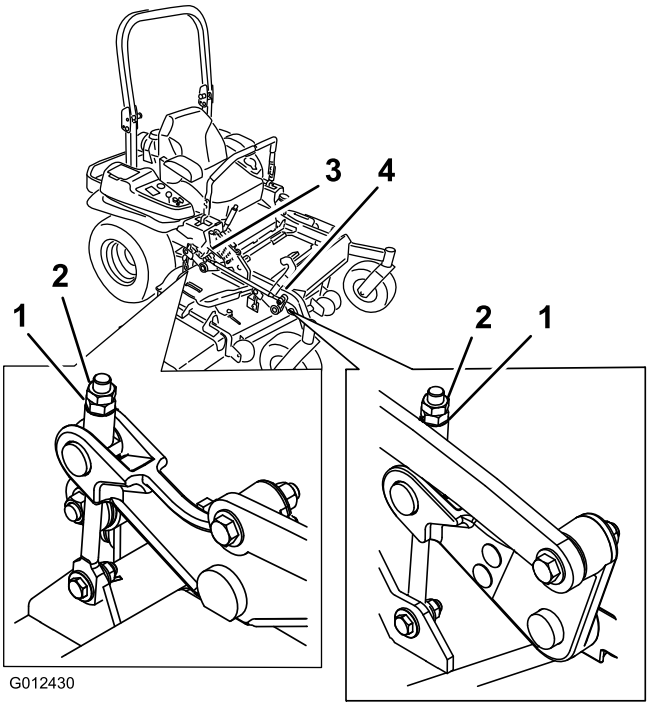

**Figure 86**
10. Ajustez précisément le serrage de l'écrou de réglage sur l'ensemble de relevage du plateau avant (Figure 86).
16. Ajustez précisément le serrage de l'écrou de réglage sur l'ensemble de relevage du plateau avant (Figure 86).